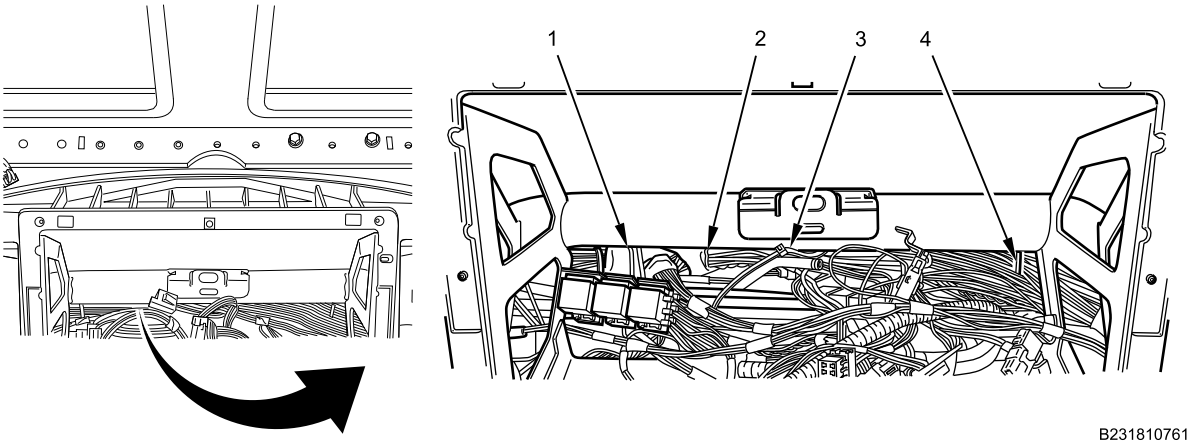

Figure 12. IP Wiring Harness Cable Lock Straps.
18. Remove three wiring harness cable lock straps (Figure 12, Item 1, 2, and 3) from IP wiring harness bundle and IP brace cable lock strap retainers through IP center closeout opening. Discard cable lock straps.